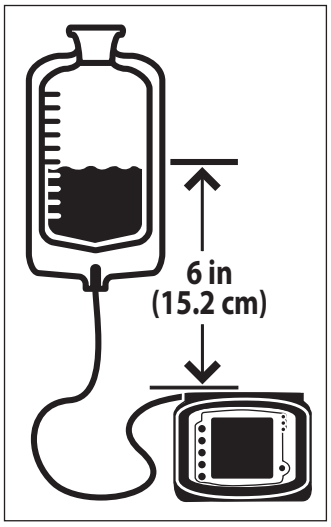

Rysunek 4B. Prawidłowy poziom płynu.
4. **Zawiesić worek zestawu pompy tak, aby górny poziom preparatu odżywczego w worku znalazł się 152 mm (6 cali) nad pompą (Rysunek 4B).**
7. **Górny poziom preparatu odżywczego w worku powinien znajdować się 152 mm (6 cali) nad pompą przed rozpoczęciem żywienia (Rysunek 4B).**